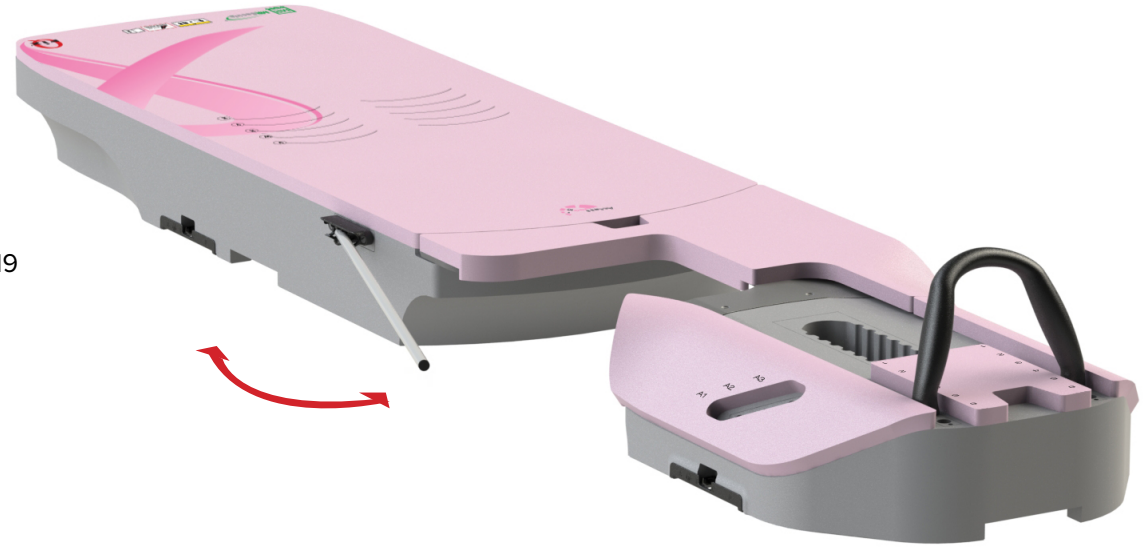

Abb. 19
2. Nachdem der Patient gelagert wurde, schwenken Sie den ipsilateralen Maßstab nach oben, bis er einrastet (Abb. 19).
3. Schwenken Sie den ipsilateralen Maßstab vor der Behandlung bzw. zur Lagerung nach unten in die Lagerposition (Abb. 19).